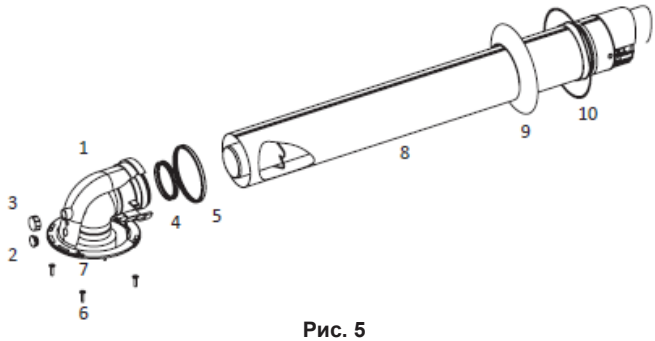

Рис. 5
- Отдельно от прибора (Опция) предоставляется комплект герметичного дымохода в картонной коробке. Стандартный комплект герметичного дымохода (0 60/100) состоит из нижеуказанных частей (Рисунок 5).